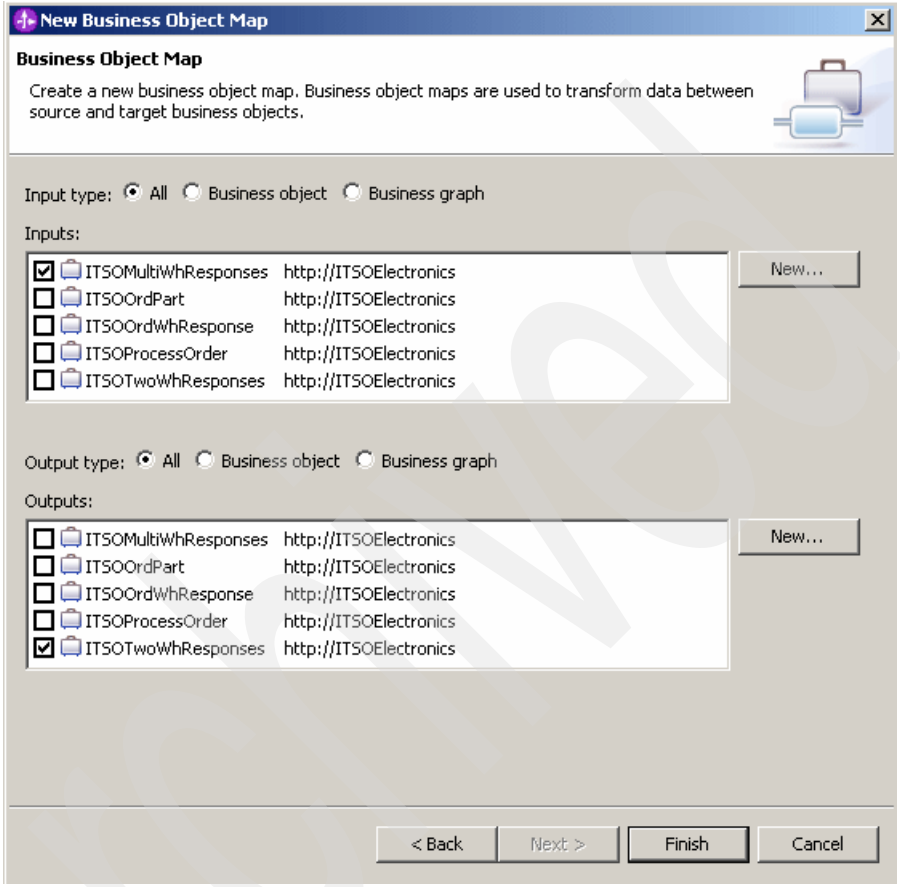

Figure 10-59 Business Object Map panel: Specifying the Inputs and Outputs
3. In the next panel (Figure 10-59), for Inputs, select **ITSOMultiWhResponses**. For Outputs, select **ITSOTwoWhResponses** and click **Finish**.